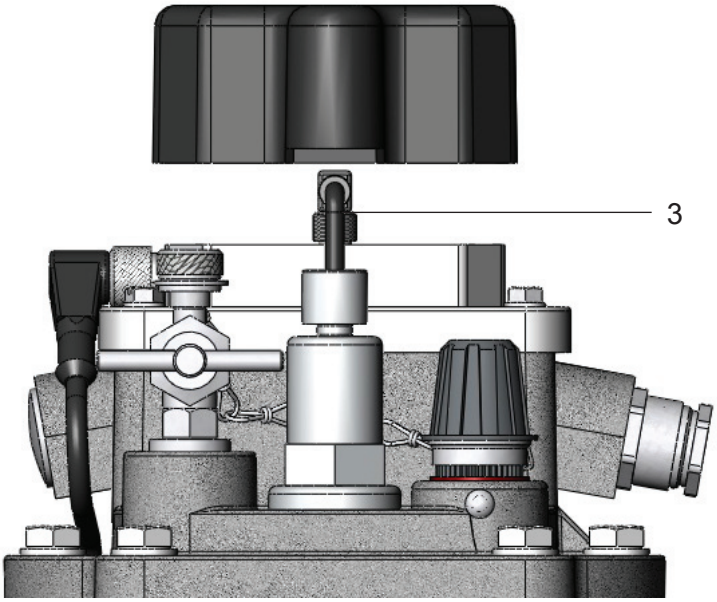

Bild 5 - Deckel mit demontierter Abdeckung
- Verbindung zwischen Messsonde und Verstärkereinheit durch Lösen der LS-Steckverbindung M8 (Bild 5/3) trennen